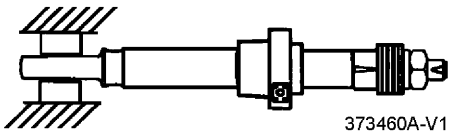

Fig 48.
1 Prenda o conjunto da haste do pistão na bancada e apóie a cabeça da haste do pistão ⇒ ***Fig 48. (202)***.